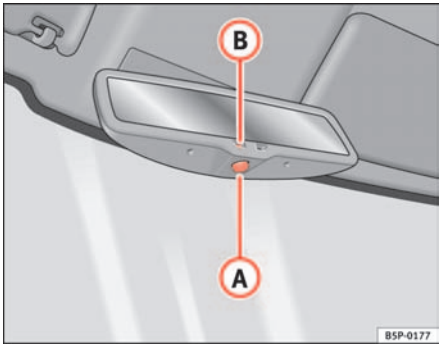

Fig. 88 Automatic anti-dazzle interior mirror.
– Press button (A) ⇒ fig. 88. Warning lamp (B) goes out:
– Press button (A) ⇒ fig. 88. Warning lamp is lit.